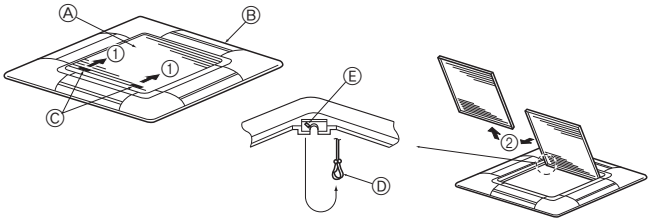

Fig. 8-3
8.2.1. Das Ansauggitter abnehmen (Fig. 8-3)
- Zum Öffnen des Ansauggitters die Hebel in die Richtung, die durch Pfeil ① gekennzeichnet ist, schieben.
- Das Scharnier des Ansauggitters bei geöffnetem Ansauggitter (Position “offen”) vom Gitter wie durch Pfeil ② gekennzcichnet, abnehmen.